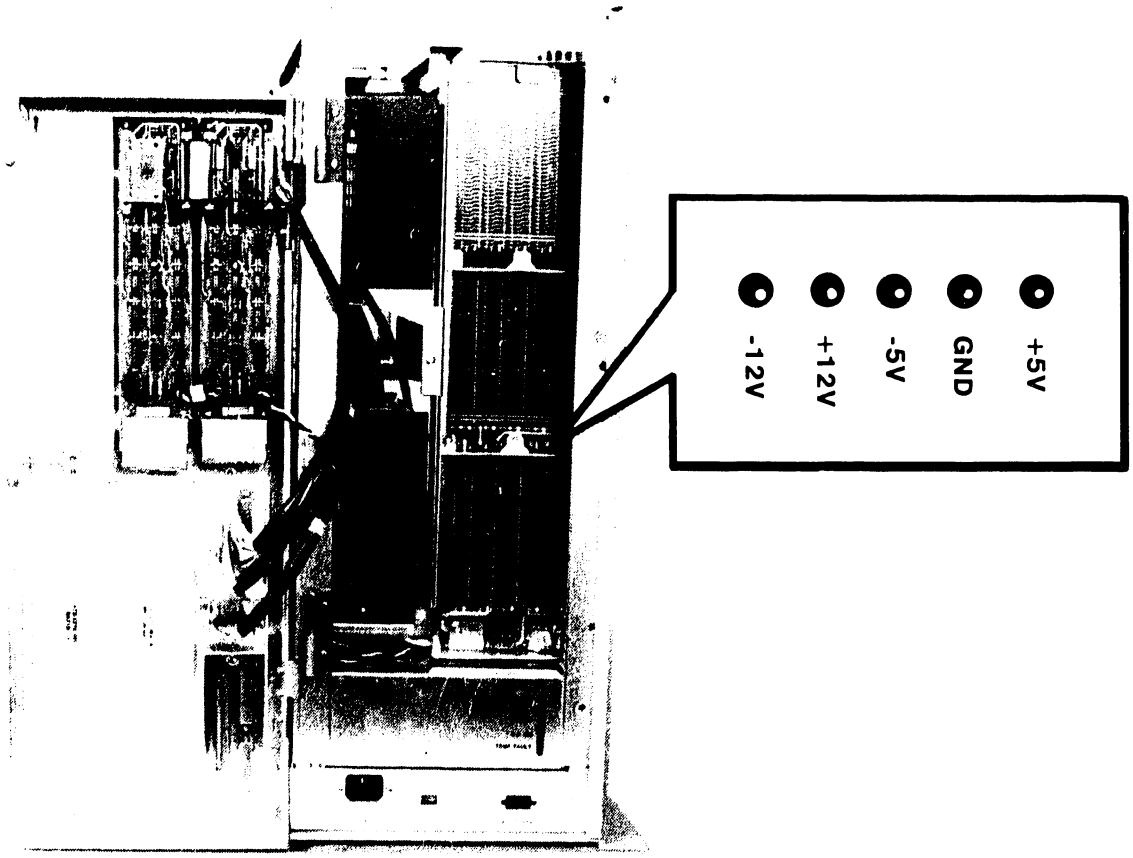

Figure 9-4. DC Voltage Test Points
2) Open the bulkhead door (paragraph 7.11). The motherboard non-component side contains the voltage test points (figure 9-4).